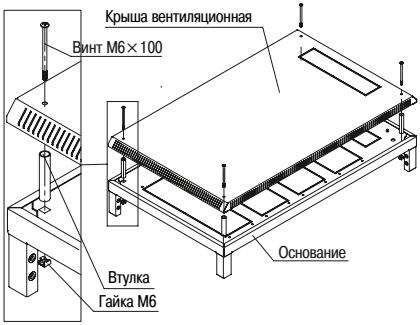
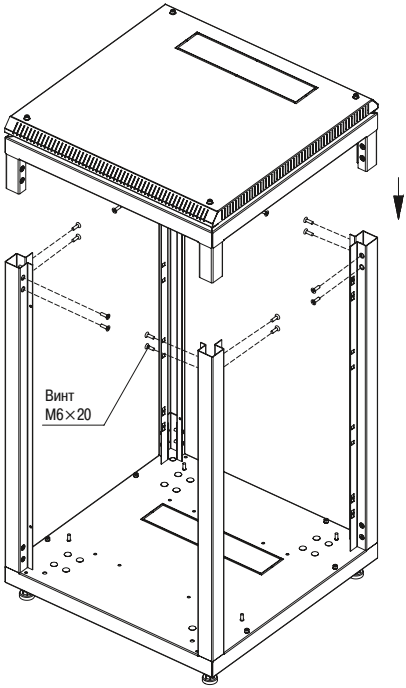

Рисунок 2 – Верхнее основание
Рисунок 4 – Установка «основания-крыши»
3.1.2 Соедините и закрепите верхнее основание с крышей вентиляционной, установите винты М5×16 (2 шт.) с цилиндрической головкой (рисунок 2).
3.1.4 Вставьте в стойки собранный узел основание-крыша (рисунок 2), закрепите винтами (рисунок 4).